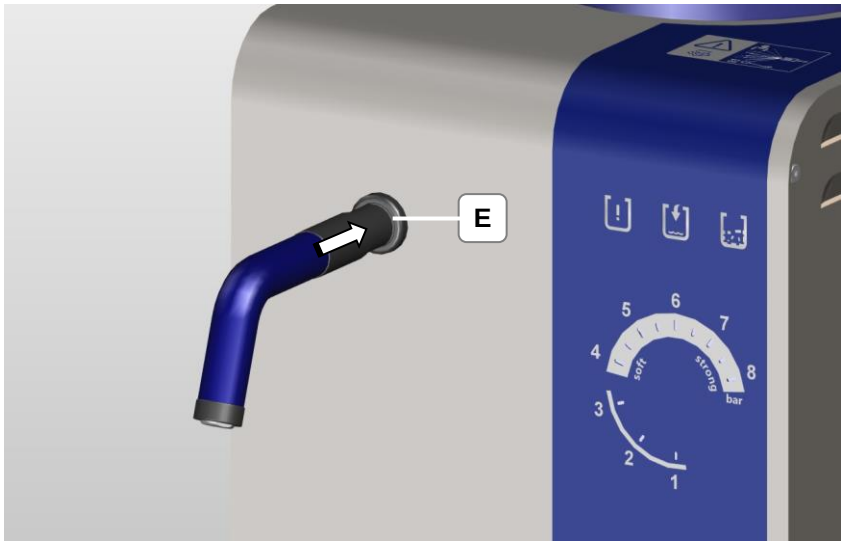

Afbeelding 4.2.3: Zwarte beschermmantel over de moer schuiven
5. Schuif de zwarte beschermmantel in de richting van de pijl over de moer (*afbeelding 4.2.3*).